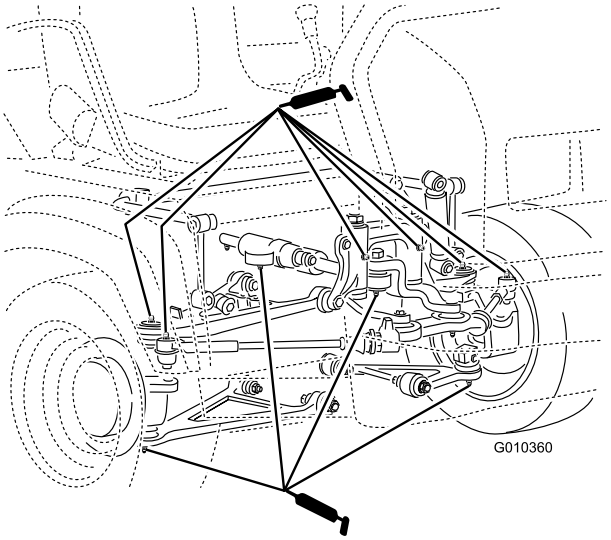

**Figur 38**
- Kugleled (4), forbindelsesstænger (2), drejebeslag og styretøjscylinder (2) (Figur 38)